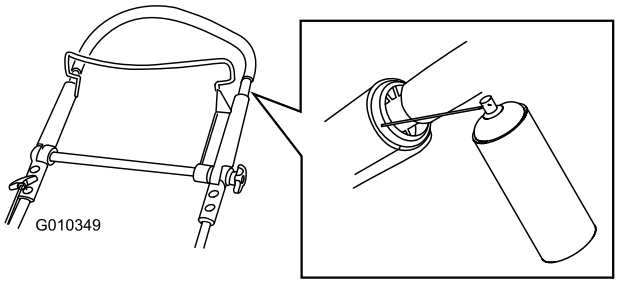

Figur 41
1. Sprøjt på det indre håndtags ydre plastikende (Figur 41).